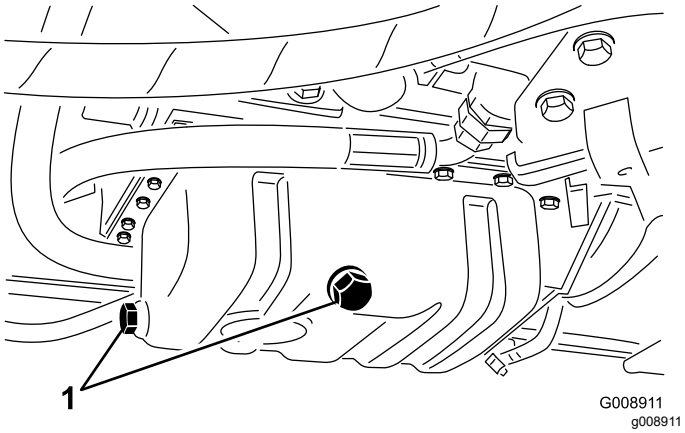

**Figur 61**
1. Fjern aftapningsproppen (Figur 61), og lad olien flyde over i aftapningsbeholderen.